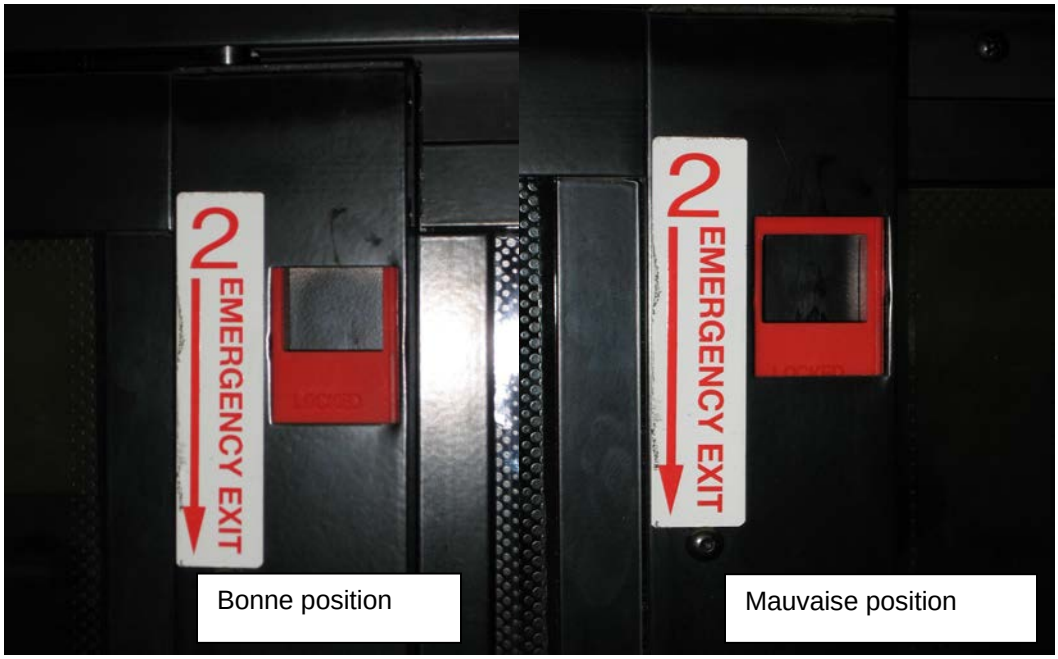

FIGURE 99 : POSITION CORRECTE DU LOQUET DE BLOCAGE
6. S'assurer que les deux loquets sont en position fermée (verrouillée). Le bord supérieur de l'ouverture du loquet et le bord supérieur de l'ouverture du châssis doivent être alignés (Figure 99).